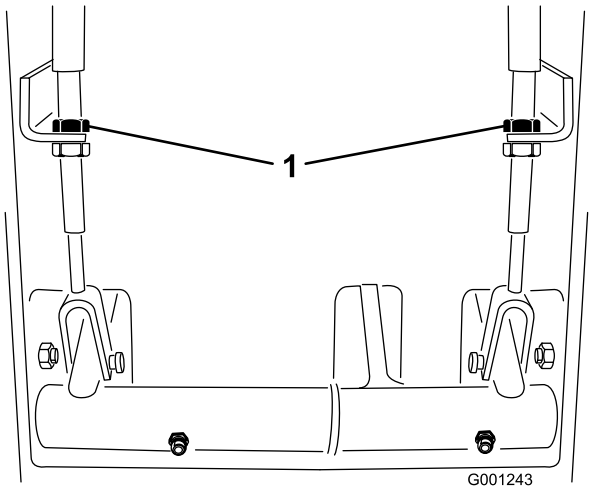

Figur 62
2. Dra åt bromsarna genom att lossa den främre muttern på bromskabelns gängade ände för att minska bromspedalernas fria spel (Figur 62). Dra sedan åt bakmuttern för att flytta kabeln bakåt tills bromspedalerna får ett fritt spel på 13 mm till 25 mm.